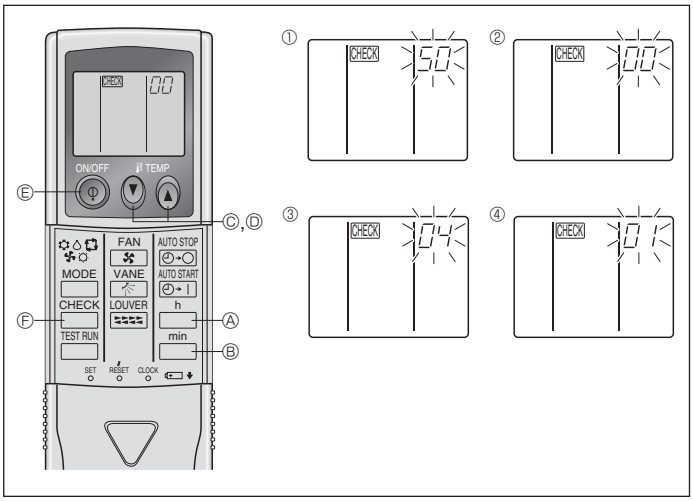

Fig. 6-16
2) Pour la télécommande sans fil infrarouge (Fig. 6-16)